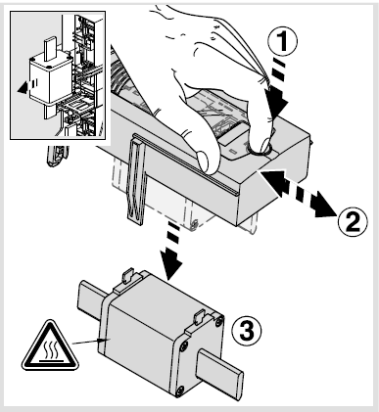

Rys. 10 Demontaż bezpieczników
- Zamontować wkładki bezpiecznikowe wg Rys. 10;